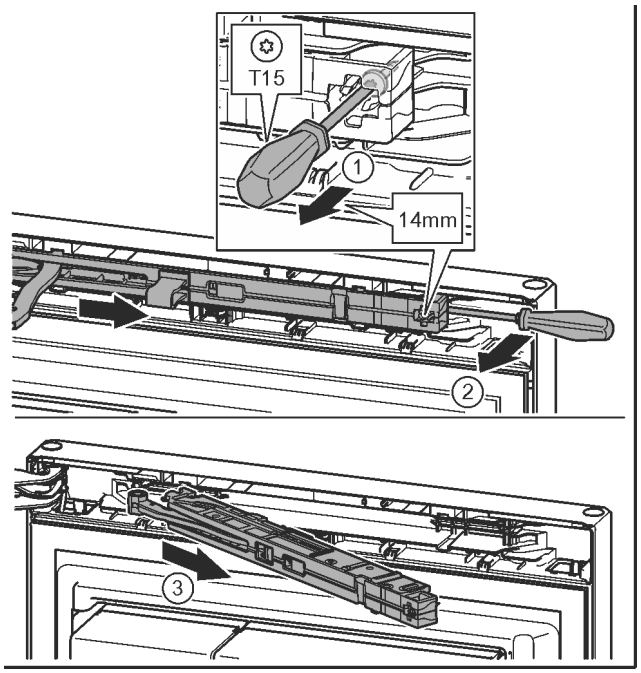

Fig. 12
▶ Suelte el tornillo en la unidad de amortiguador de cierre aprox. 14 mm con el destornillador T15. *Fig. 12 (1)*
▶ Desplácelo con un destornillador por el lado del tirador detrás de la unidad de amortiguador de cierre y gírelo hacia delante. *Fig. 12 (2)*
▶ Extraiga la unidad de amortiguador de cierre. *Fig. 12 (3)*